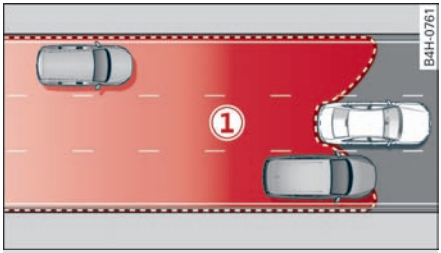
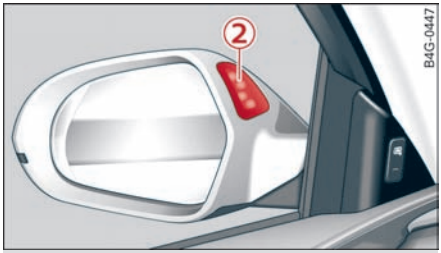

图 114 感应器的探测范围
图 115 车外后视镜上的显示
侧向辅助系统通过监控车后的盲角和交通状况为您提供支持。在系统限制范围内，它对探测范围 (1) ⇨ *图 114* 内驶近的或并行的汽车发出警告：如果某次换道被划入危险级，则车外后视镜中的显示 (2) 亮起 ⇨ *图 115*。